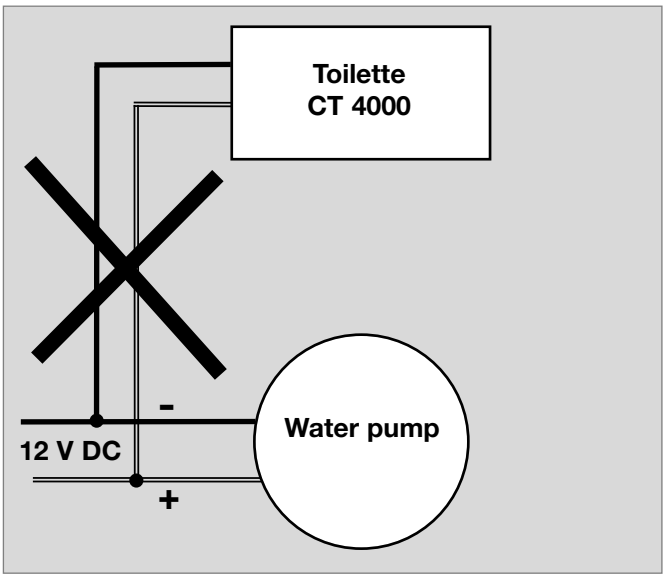

Fig. 31
- **The toilet must not be directly connected in parallel to other consumers, otherwise malfunctions or damage to the toilet controller can occur (Fig. 31).**